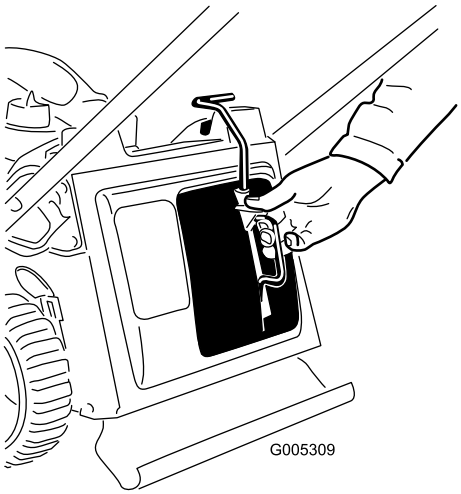

Figuur 27
1. Verwijder de mulchplug (Figuur 27).